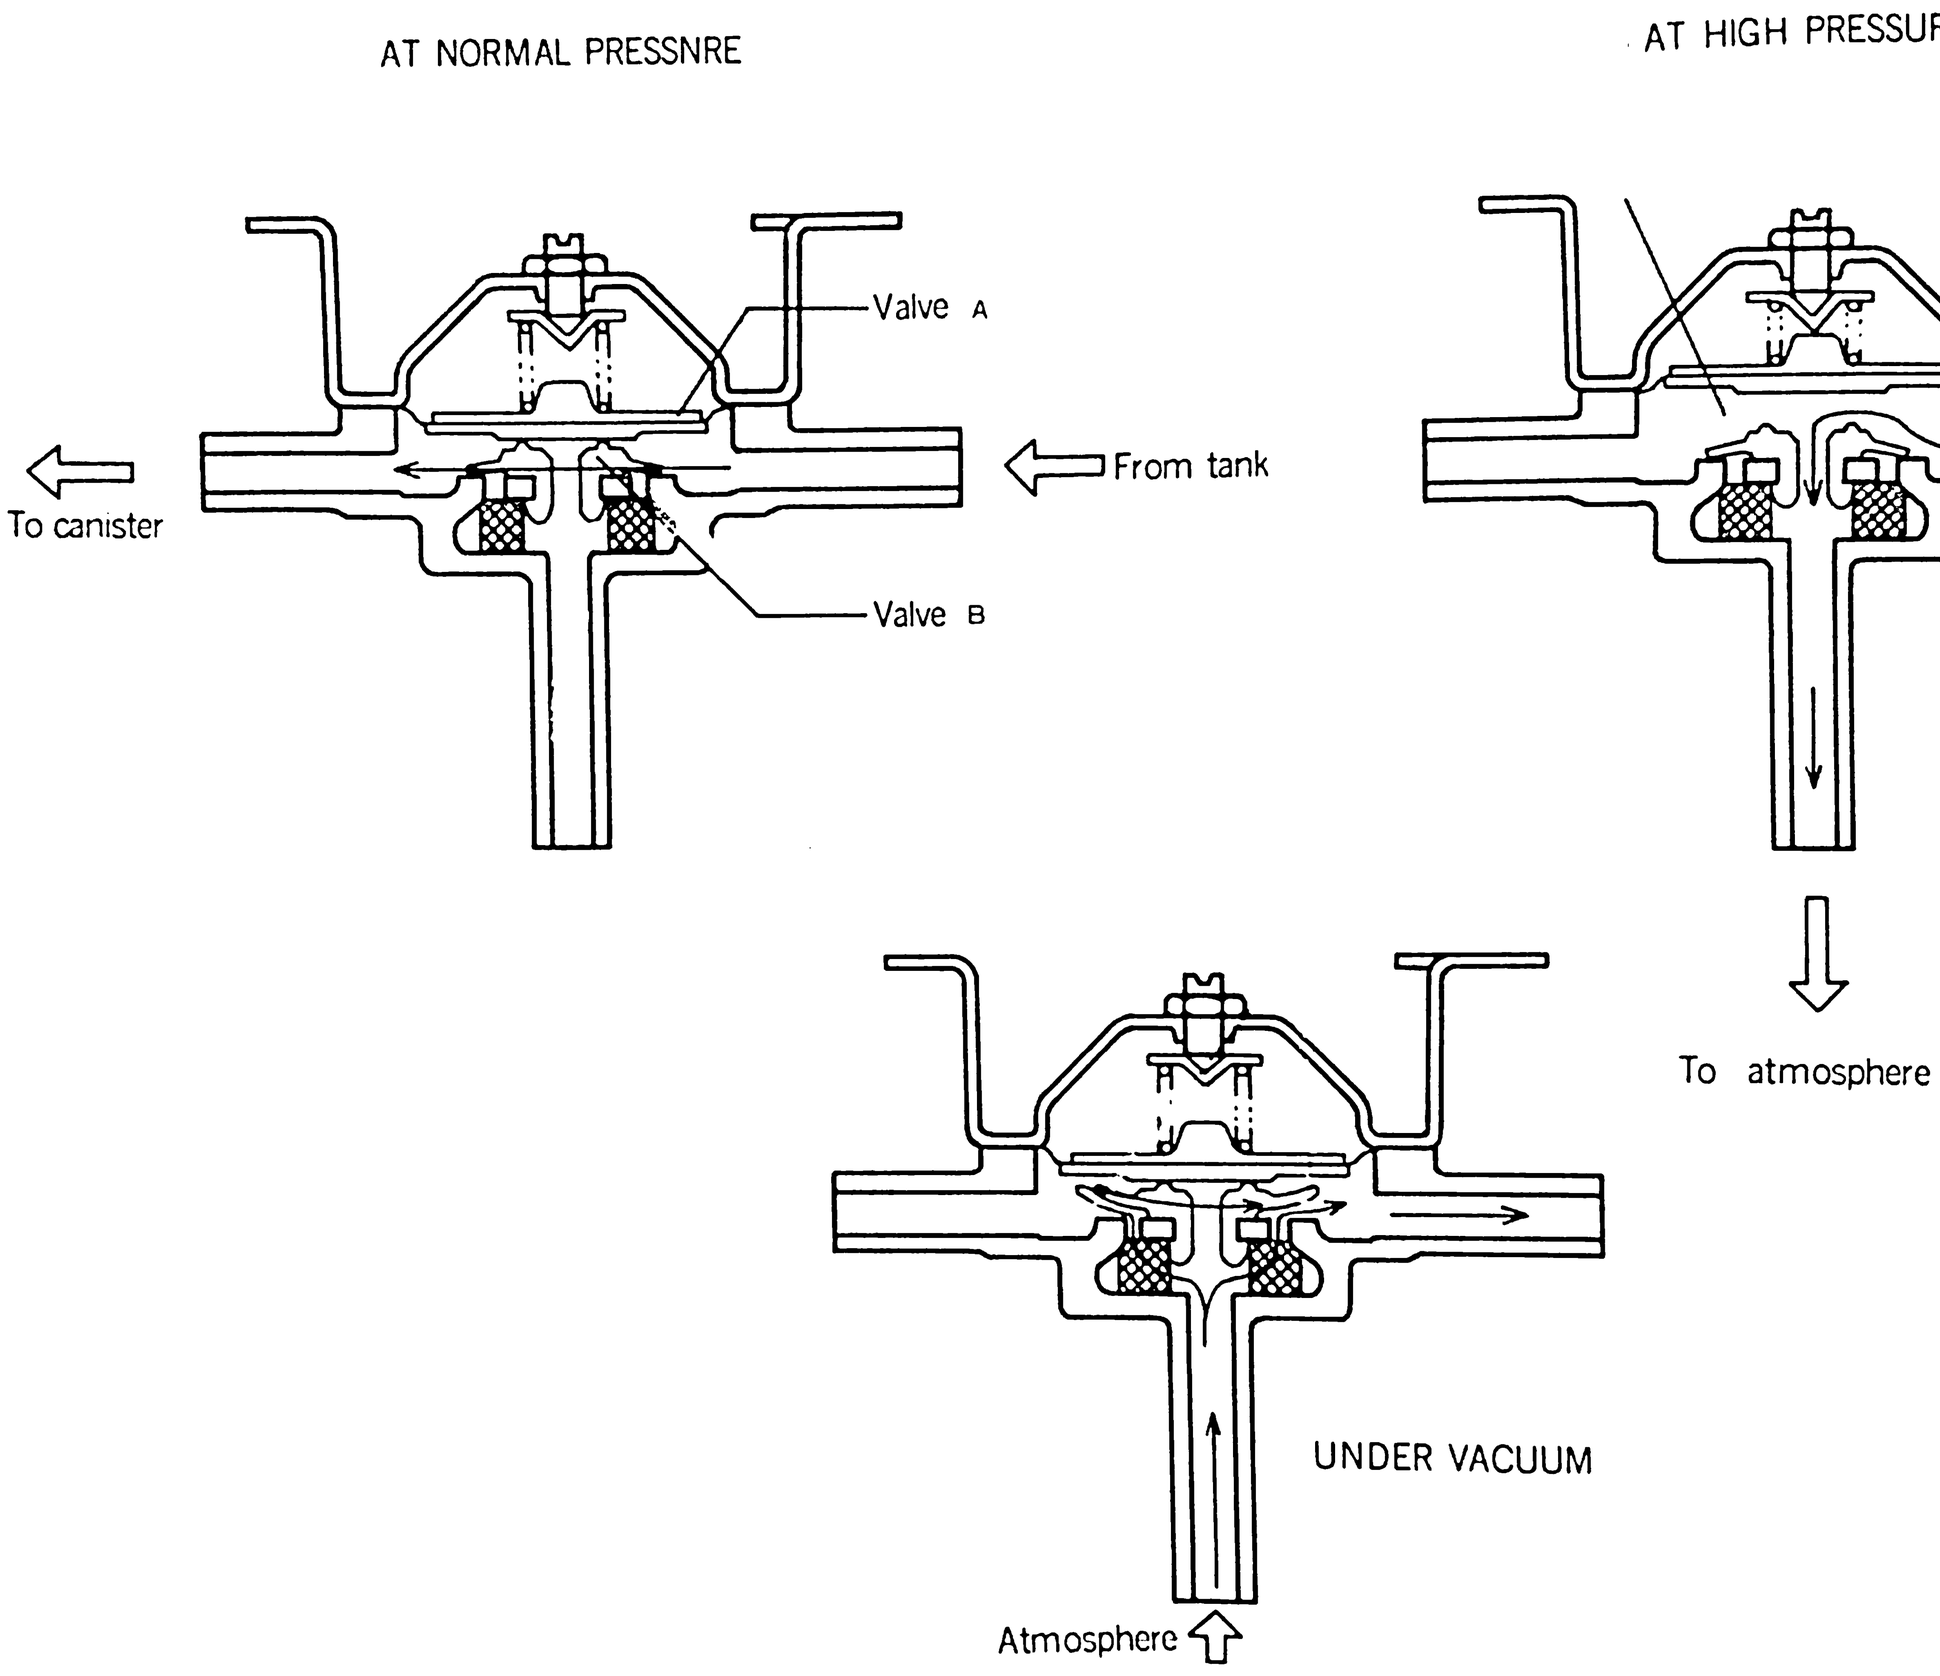

Fig. 2-43 Check valve
- The configuration of check valve has been changed as shown in Fig. 2-43.